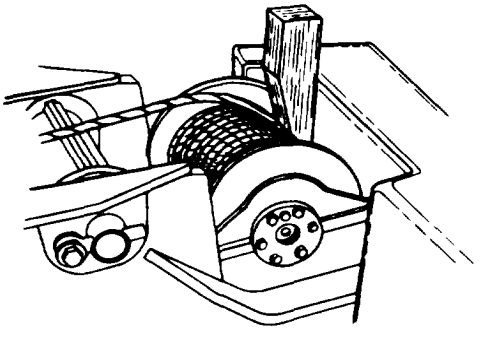

Figure 5-6. *Wedge Block in Winch Drum*
1. Remove hoist cable from lift arm (16) as follows:
b. Lower hook block to ground and pay out cable 12 in. (305 mm) while maintaining tension on cable. Insert wedge block in winch drum (Figure 5-6).